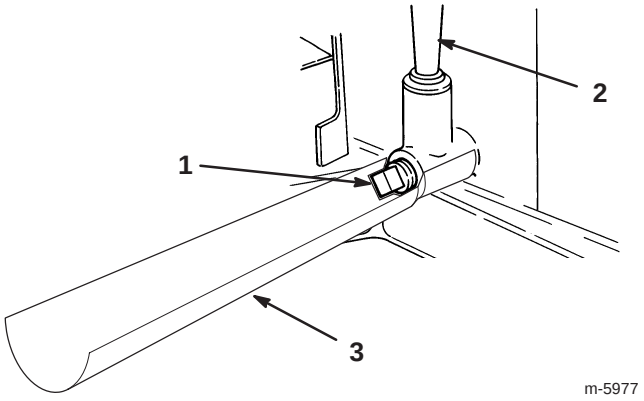

Bild 18
9. Schieben Sie einen Ablasstrichter unter das Ölpeilstab-/Einfüllrohr (Bild 18).
11. Entfernen Sie die Ablassschraube (Bild 18).